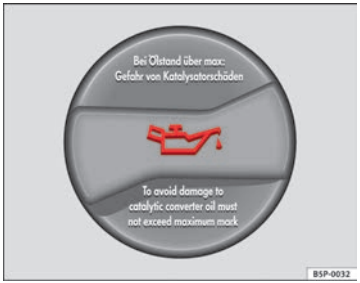

Abb. 167 Deckel der Motoröl-Einfüllöffnung im Motorraum
– Schrauben Sie den Deckel der Motoröl-Einfüllöffnung ab ⇒ Abb. 167.
– Wenn der Ölstand mindestens den Bereich (B) erreicht hat, vorsichtig den Deckel der Einfüllöffnung aufschrauben.